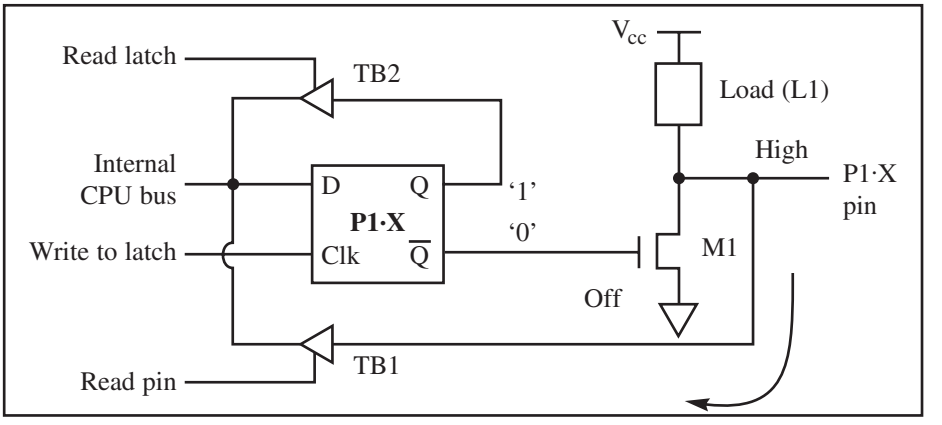

Figure 11. Reading "High" at the Input Pin
1. As can be seen from Figure 11, a 1 written to the port bit is written to the latch and the D latch has "high" on its Q. Therefore, Q = 1 and $\overline{Q}$ = 0.
4. When reading the input port in instructions such as "`MOV A,P1`", we are really reading the data present at the pin. In other words, it is bringing into the CPU the status of the external pin. This instruction activates the read pin of TB1 (tri-state buffer 1) and lets data at the pins flow into the CPU's internal bus. Figures 11 and 12 show high and low signals at the input, respectively.